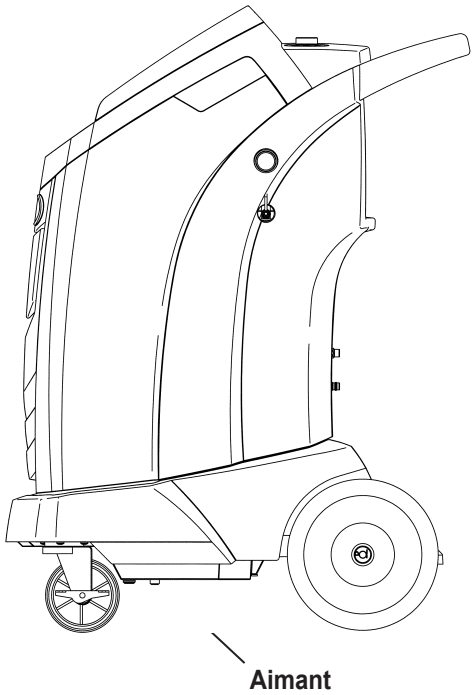

Figure 10
1. Reportez-vous à la Figure 10 et assurez-vous que l'aimant en bas de la machine est propre.